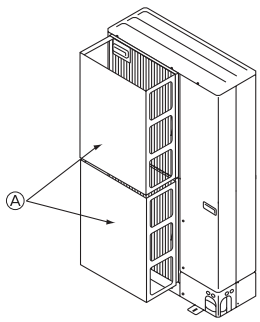

Fig. 2-4
② Installer un guidage d’air optionnel si l’appareil est placé dans un endroit où les vents violents d’une tempête, par exemple, pourraient s’engouffrer directement dans la sortie d’air. (Fig. 2-4)